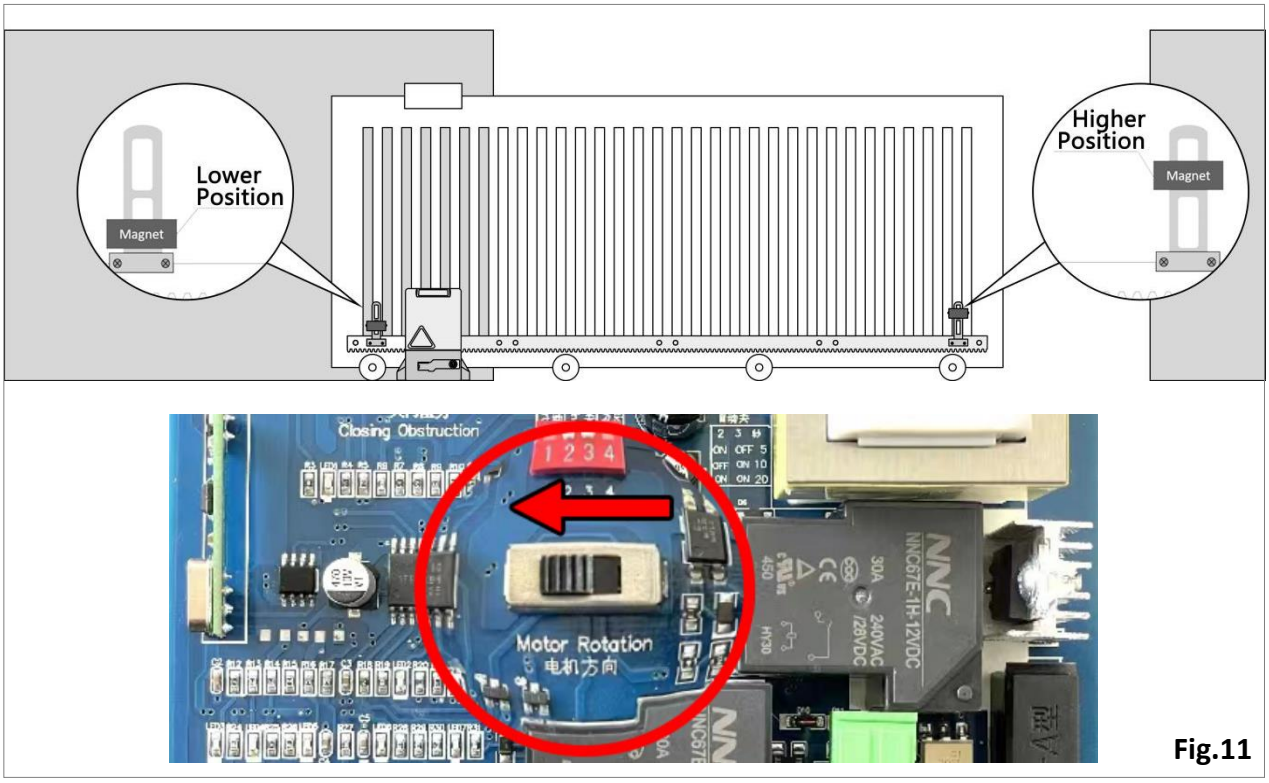

Fig.11
- Si el motor está instalado en el lado IZQUIERDO para abrir la puerta (visto desde el interior de la puerta), coloque el imán izquierdo más bajo y el imán derecho más alto. **Asegúrese de configurar la "Rotación del motor" en la PCB hacia la IZQUIERDA.** (Fig.11)